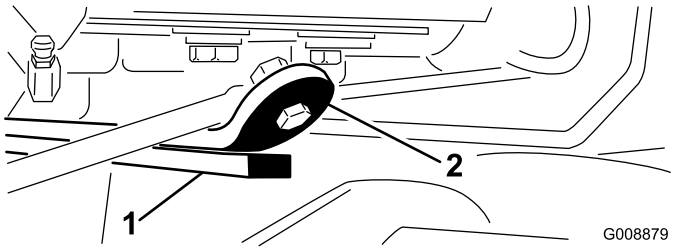

**Figur 14**
3. Starta motorn, höj klippenheterna och kontrollera att spelet mellan slitremmen överst på den bakre klippenhetens slitstång och stötdämparremmen är 0,51–2,54 mm (Figur 14).